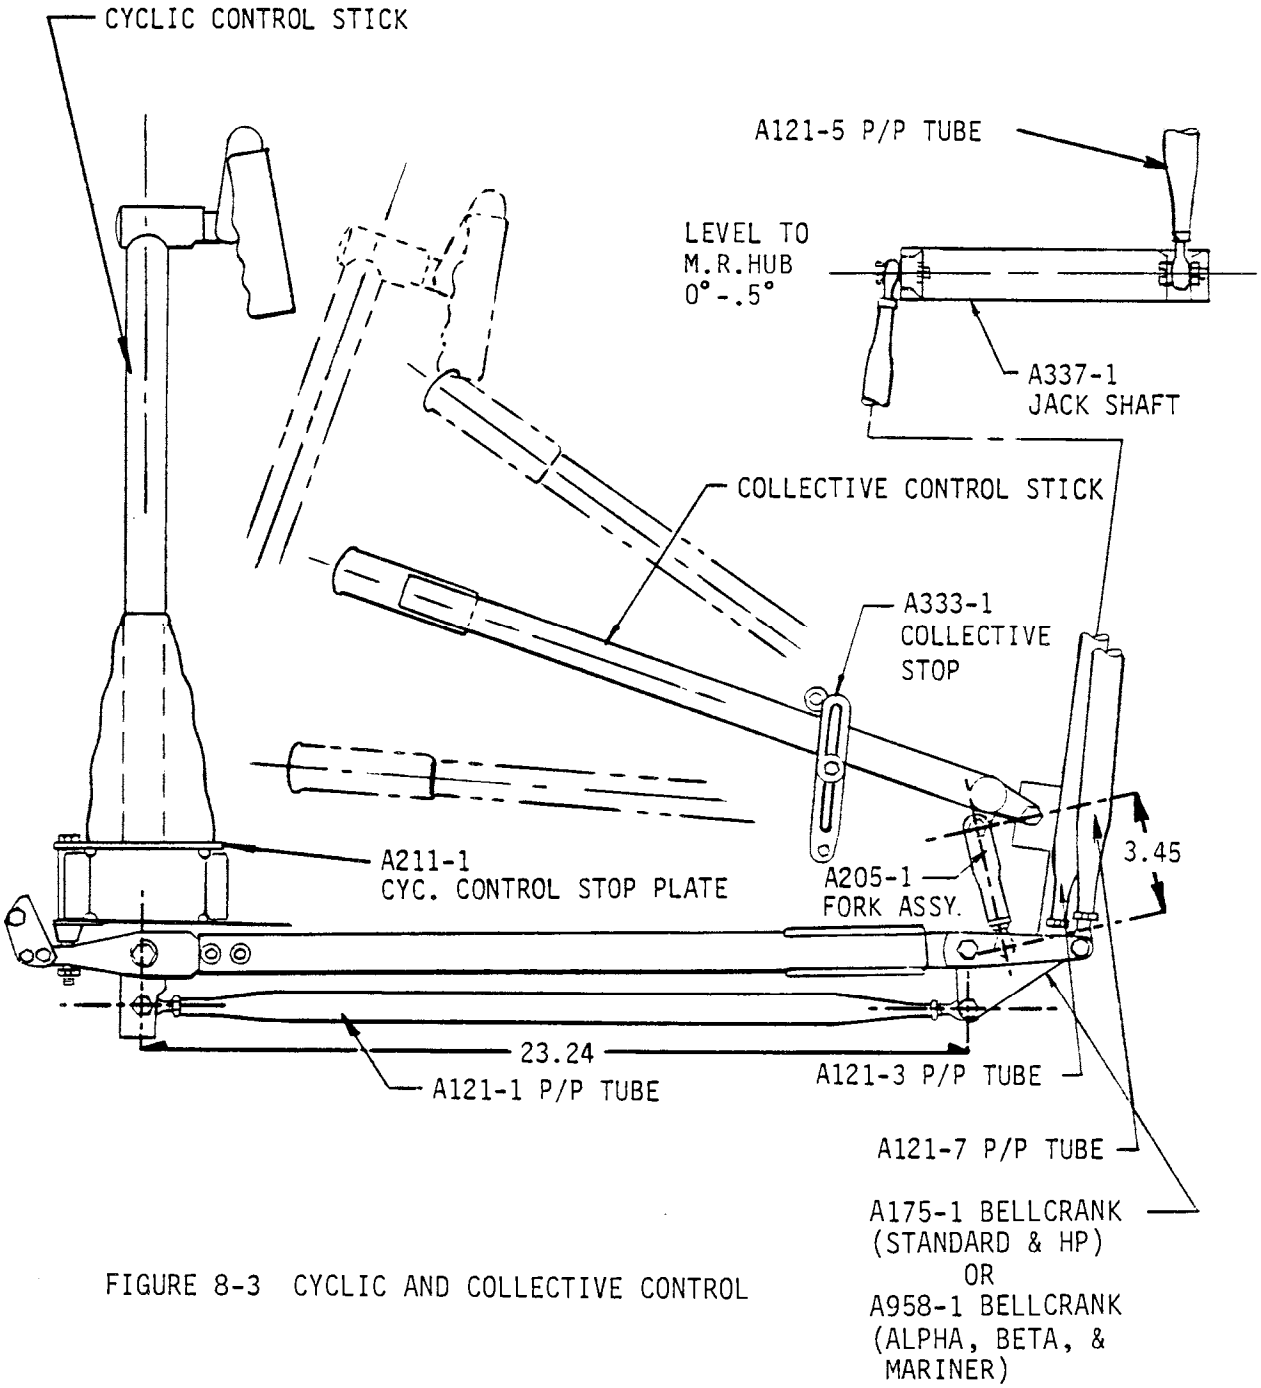

FIGURE 8-3 CYCLIC AND COLLECTIVE CONTROL
e) Screw the A121-3 P-P tube onto the aft rod end of the A175 bellcrank assembly. (See Figure 8-3)
g) If A205-1 fork was removed from forward rod end of A175 bellcrank, screw the fork onto the rod end to 3.45 inches from center of rod end hole to center of attaching bolt hole. (See Figure 8-3)